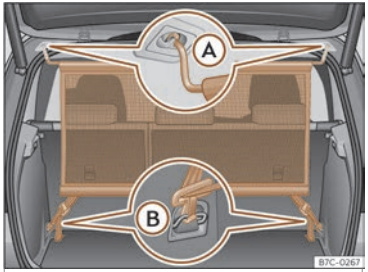

Fig. 118 Rede de separación montada.
- Enganche a rede de separación no aloxamento esquerdo do teito››› **fig. 118** Ⓐ. Asegúrese de puxar da barra transversal cara abaixo máis aló da posición superior.
- Enganche a rede de separación no aloxamento dereito do teito comprimindo a barra transversal››› **fig. 118** Ⓐ.
- Enganche os dous ganchos da rede de separación nas argolas de amarre do maleteiro ››› **fig. 118** Ⓑ e tense ben os cintos de fixación.